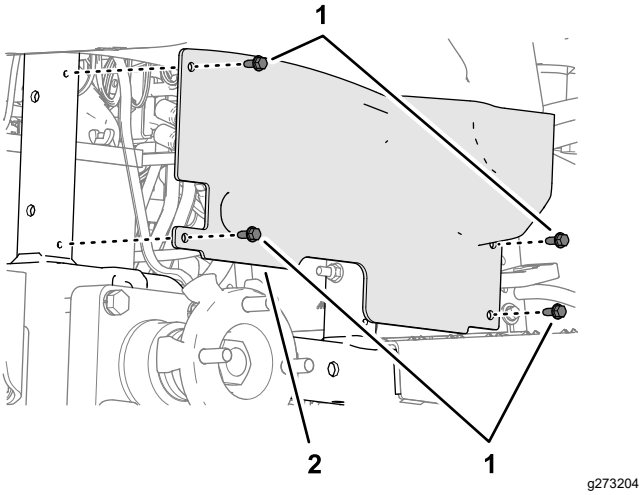

Figur 31
3. Fjern de 4 flangehovedmaskinskruer (¼" x ⅝"), der fastgør hjulafskærmningen til maskinstellet (Figur 31).
6. Ret hullerne i hjulafskærmningen ind efter maskinstellet (Figur 31), og fastgør afskærmningen til stellet med de 4 flangehovedmaskinskruer (¼" x ⅝"), som du fjernede i trin 3.